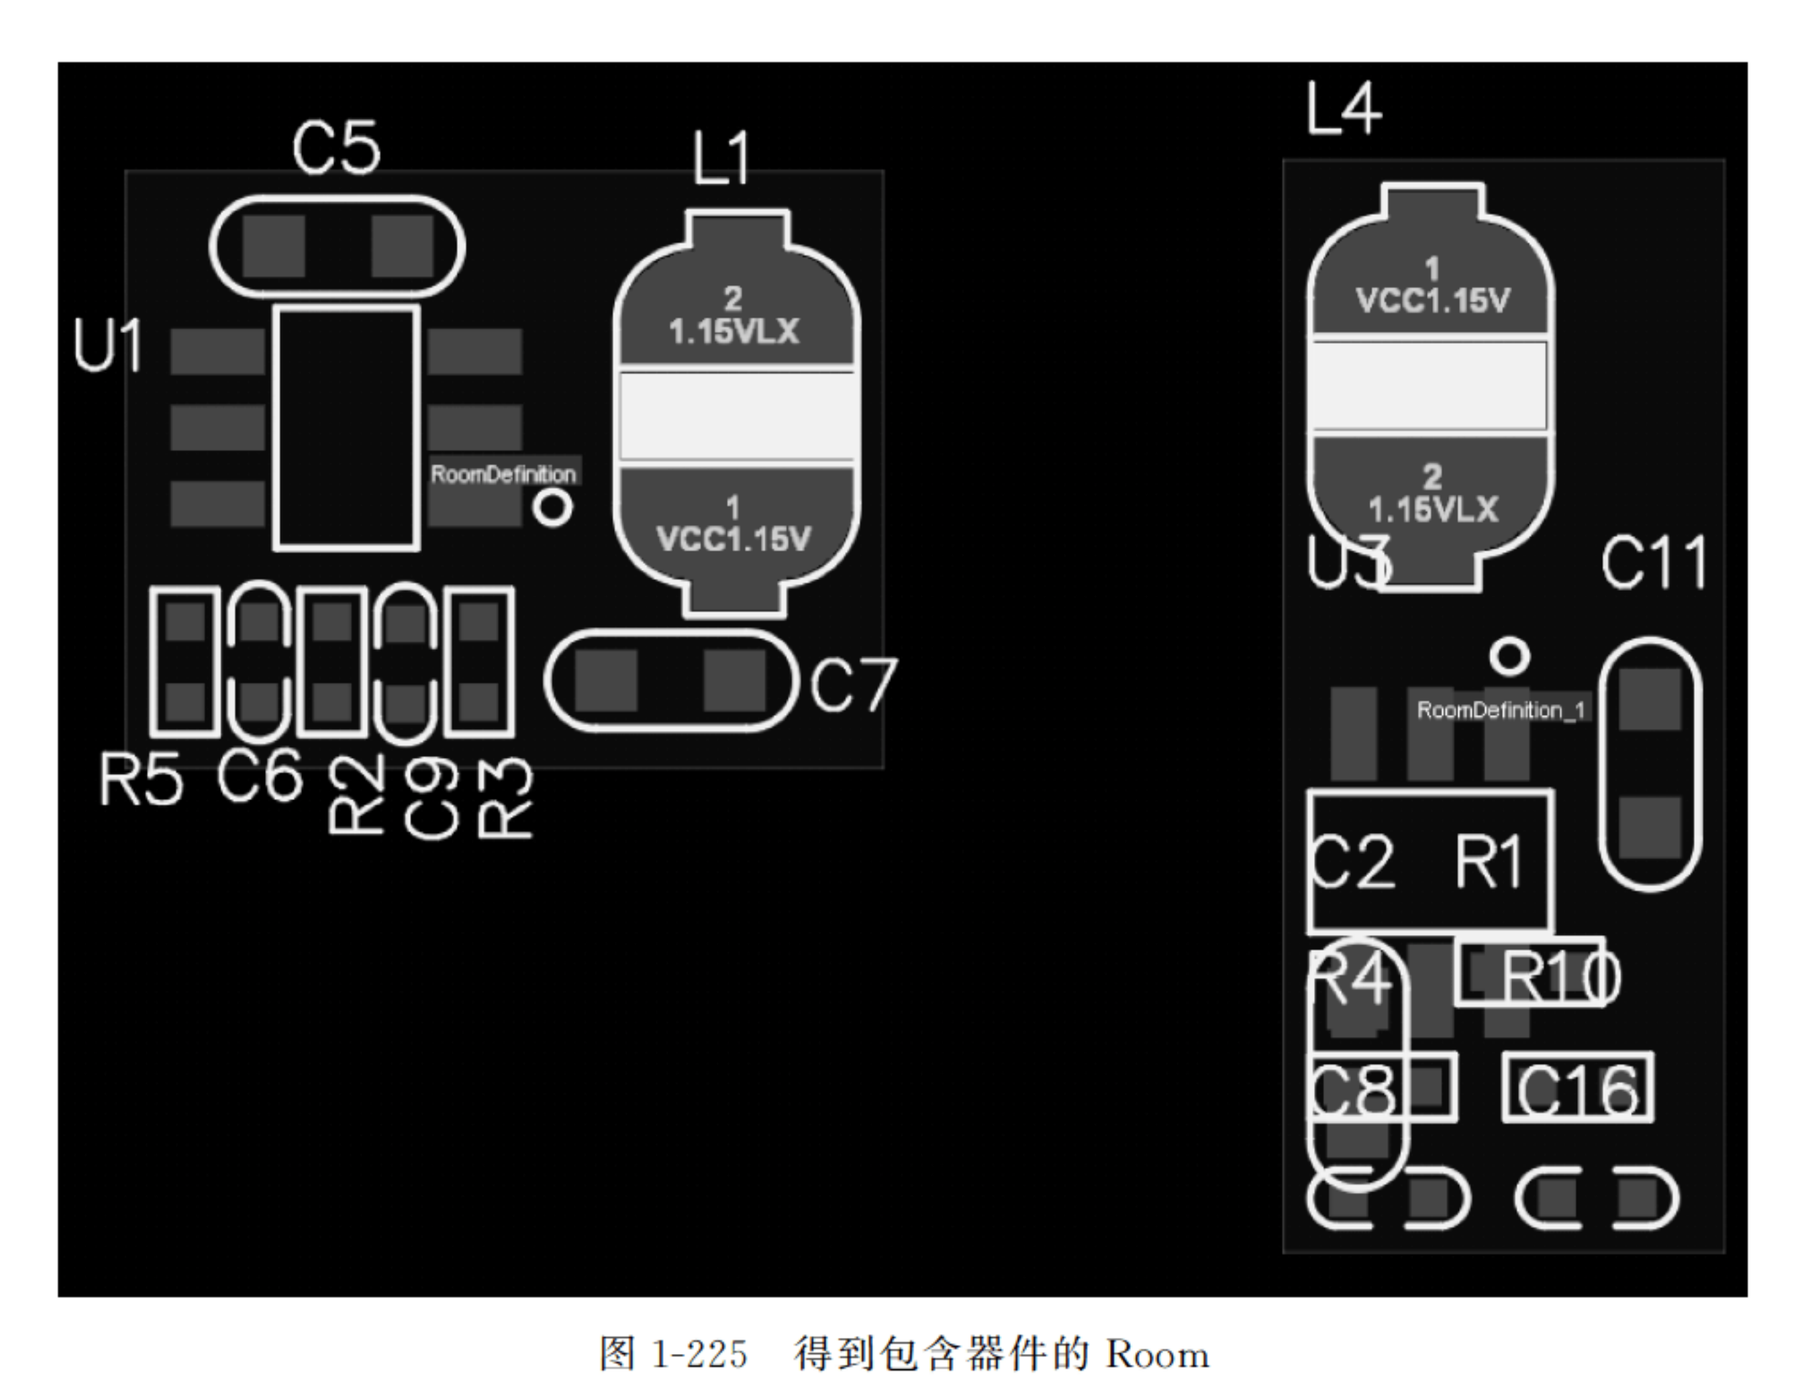

图 1-225　得到包含器件的 Room
(4) 通道值修改好以后，就可以利用 Room 实现模块复用了。先框选模块，执行菜单栏中“设计”→Room→“从选择的器件产生矩形的 Room”命令，或者按快捷键 D+M+T，生成 Room。另一个模块的操作方法也是一样，这样即可得到包含器件的 Room，如图 1-225 所示。